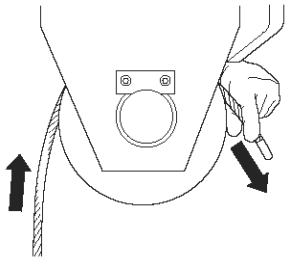
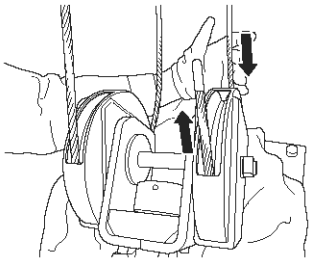

Figure 6-36
Figure 6-37
22) Then thread the Wire Rope through the return Sheave on the hoist (see **Figure 6-36**), then back down through the other Sheave on Bottom Hook Block (see **Figure 6-37**).